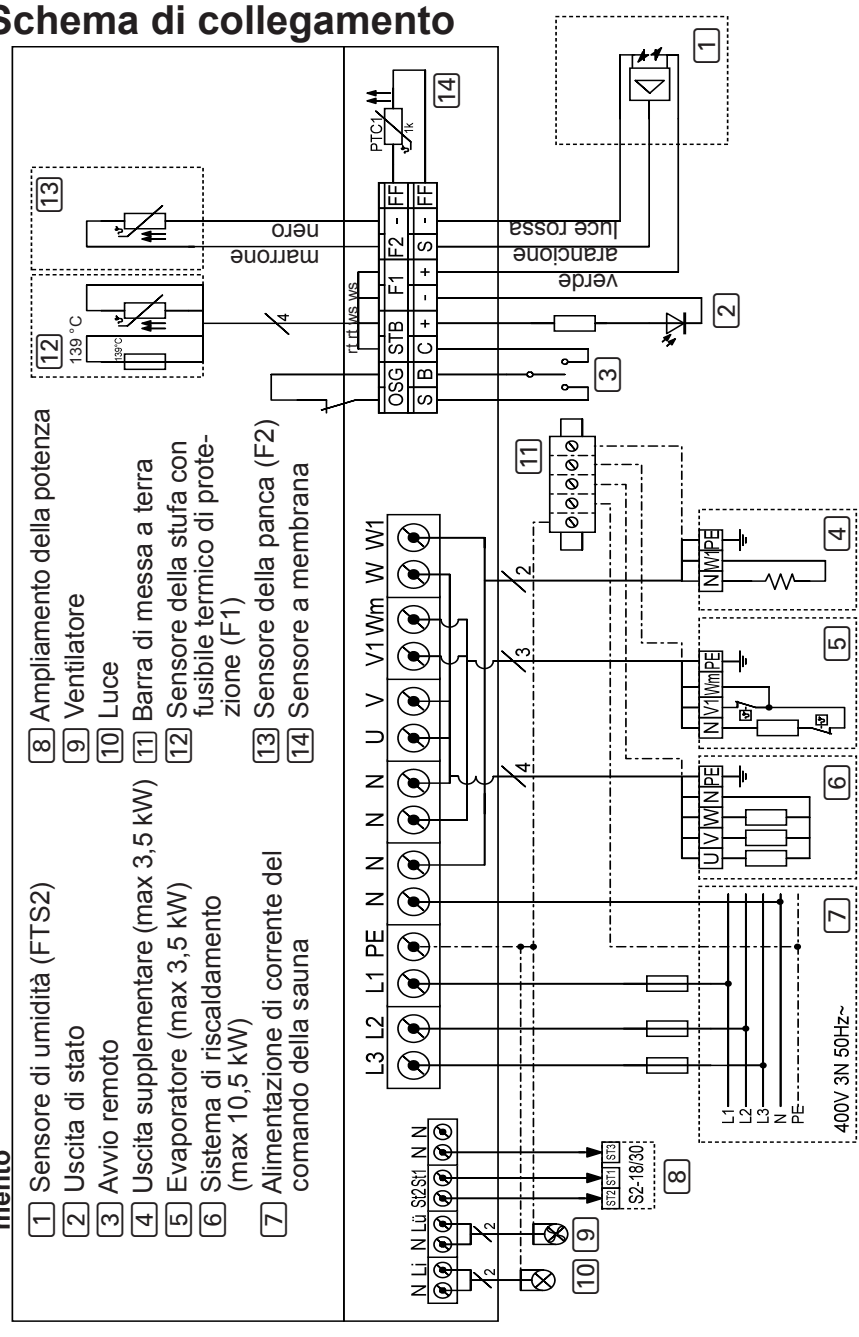

Fig. 10 Schema di collegamento
- Osservare lo schema di collegamento (**Fig. 10**) a pagina **34**.